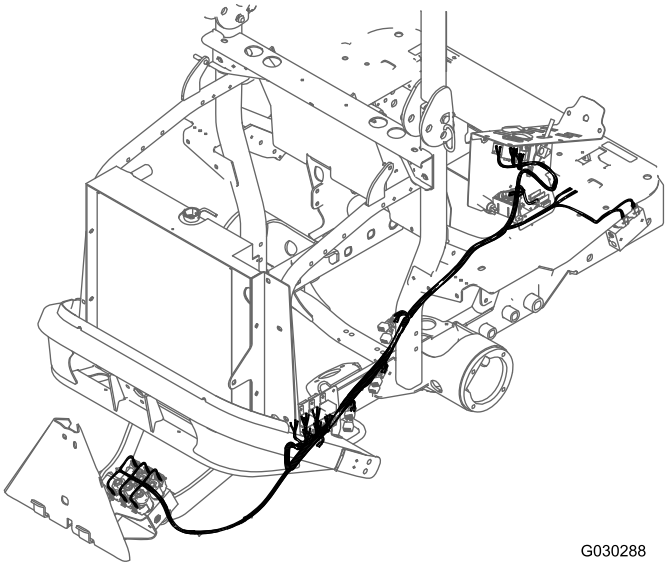
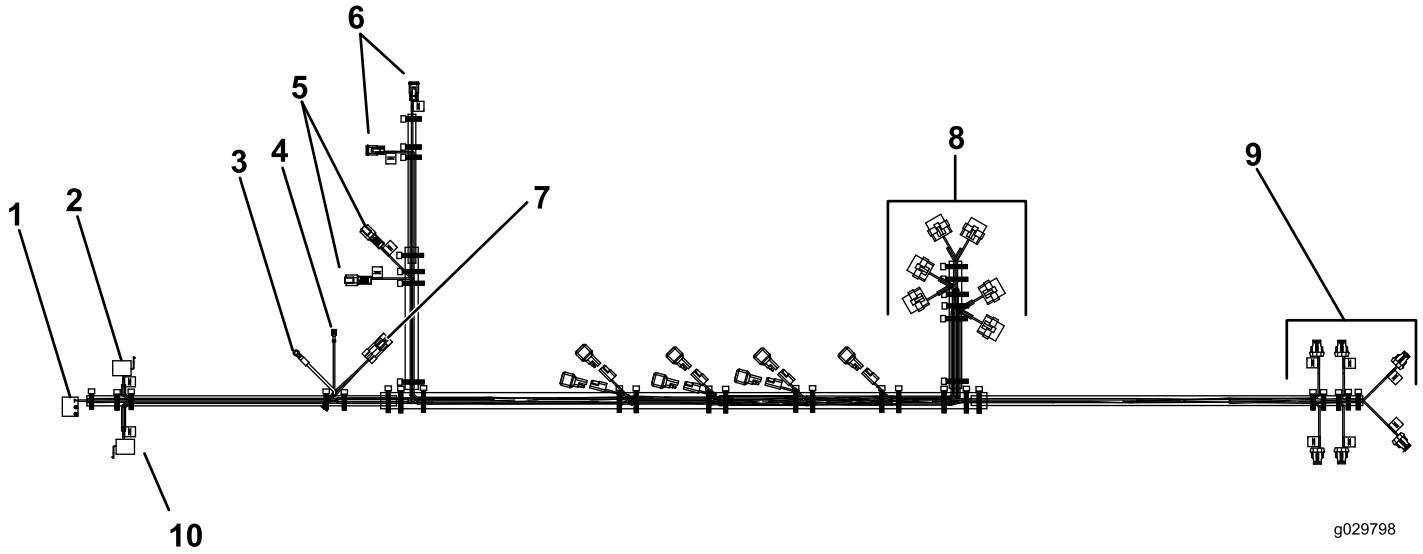

Rysunek 30
Rysunek 31
2. Poprowadź i podłącz wiązkę przewodów (Rysunek 30 i Rysunek 31) w następujących punktach:
- Przekaźniki (6) na wsporniku